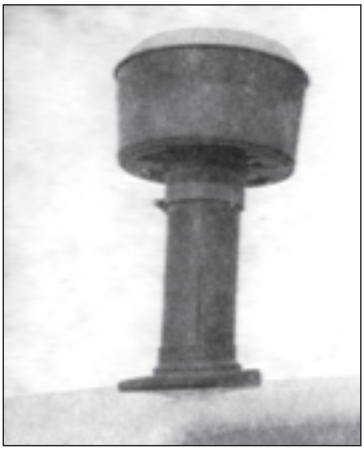

Fig. 183
1. Check the air-prefilter daily. If the dust bowl is full to the marked level, empty it. To gain the access to the prefilter is quite easy with prefilters fitted above the bonnet (Fig. 183). It will do to unscrew the nut on the cover, to dismantle the prefilter and to empty the dust bowl. If the prefilter is positioned under the bonnet (Fig. 182), it is possible to reach the prefilter after the bonnet cover has been opened, and secured in the open position with a strut which has to be pushed into the hole in the partition wall behind the cooler. The dismantling procedure is then the same.